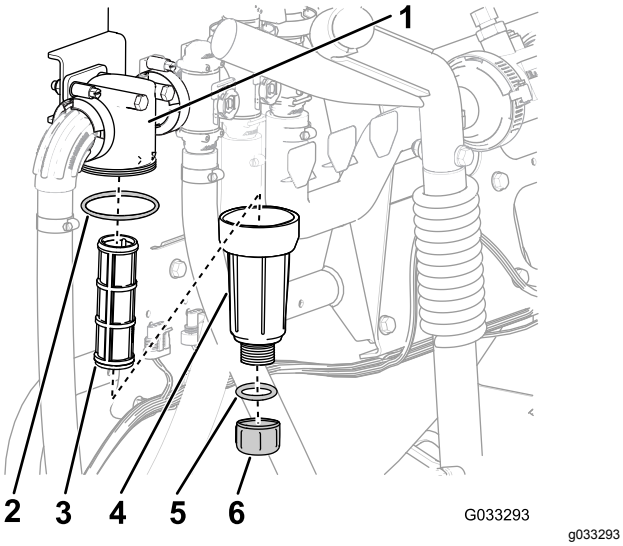

Figur 30
2. Plasser et tappefat under trykkfilteret (Figur 30).
3. Drei tappelokket mot klokken, og fjern den fra bollen i trykkfilteret (Figur 30).
4. Drei bollen mot klokken, og fjern filterhodet (Figur 30).
5. Fjern trykkfilterelementet (Figur 30).
7. Kontroller om det er skader eller slitasje på tappepluggen (den er inne i bollen) og pakningen til bollen (inne i filterhodet) (Figur 30).
8. Monter trykkfilterelementet i filterhodet (Figur 30).
9. Monter bollen på filterhodet og stram til for hånd (Figur 30).
10. Monter tappelokket på koblingen nederst på bollen og stram lokket til for hånd (Figur 30).